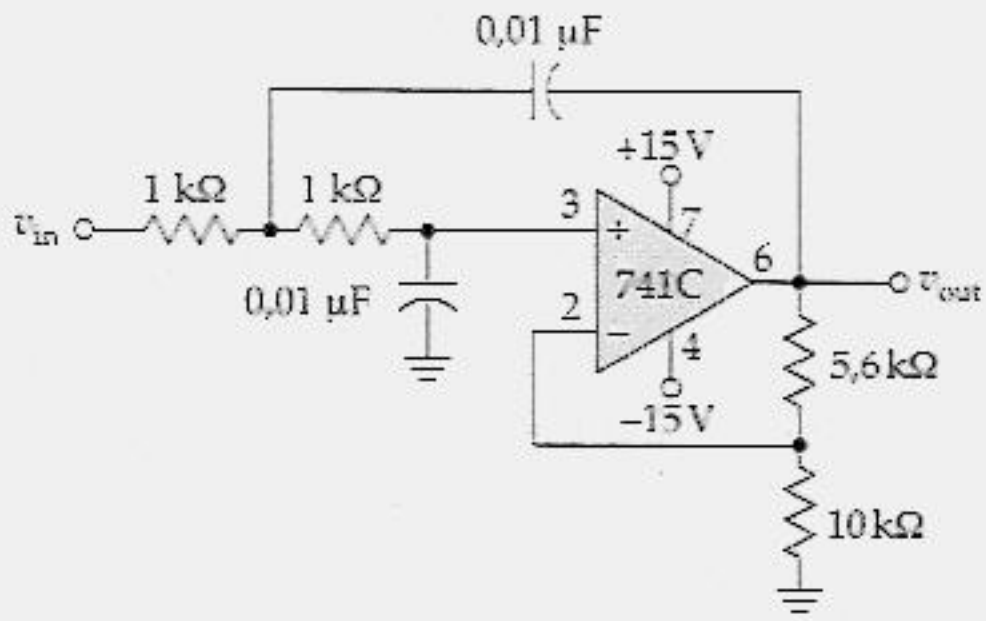

Figura 20.45
20.24 A Figura 20.45 mostra um filtro de dois pólos. Qual a tensão de saída na banda média? E a freqüência de corte?
20.25 Considere que os valores de todas as resitências da Figura 20.45 sejam dobrados. Qual a tensão de saída na banda média? E a freqüência de corte?